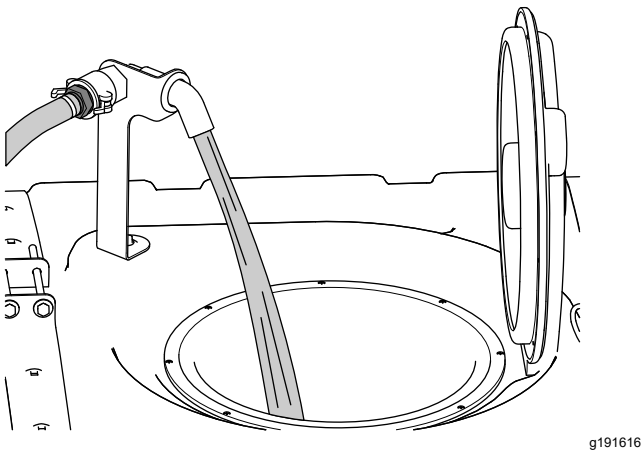

Figura 30
5. Adicione ¾ da água necessária ao depósito de pulverização (Figura 30).